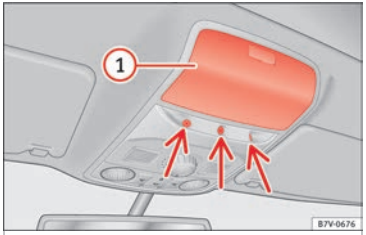

Fig. 133 On the roof console: interior monitoring sensors
Close the storage compartment ››› Fig. 133 (1) on the roof console, otherwise the interior monitoring function (arrow) is not guaranteed to work freely.